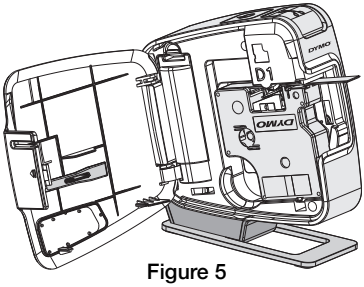

Figure 5
3. Insert the cassette and press firmly until the cassette clicks into place. See Figure 5.